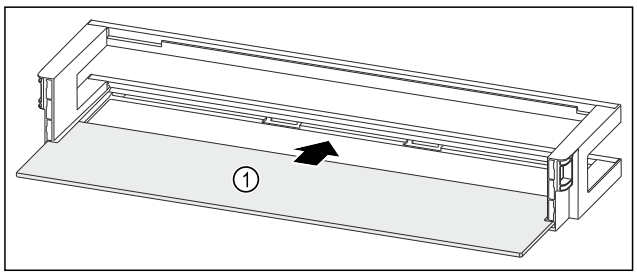

Fig. 150 Raft montat pe ușă cu raft
▶ Împingeți în interior raftul *Fig. 150 (1)* în degajările laterale.